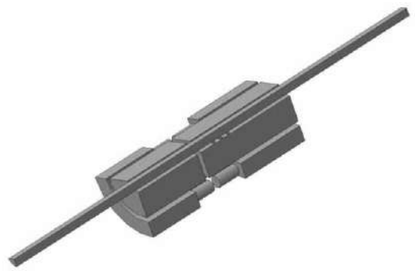

Рис. 2. Расчетная область
- расчетная область (рис. 2) представляет собой угловой сегмент в 90° проточной части самостабилизатора давления с примыкающими к ней проточными частями трубопровода. Такое допущение справедливо, при использовании осевой симметрии, при этом программный код согласует между собой результаты решения уравнений в ячейках, находящихся на одной и на другой плоскостях симметрии;
- материал трубопровода принимался как абсолютно жесткий, что соответствует наиболее опасному расчетному случаю (максимальному повышению давления для заданных параметров), то есть при расчете величины скорости звука c_0 в среде используется формула (3);